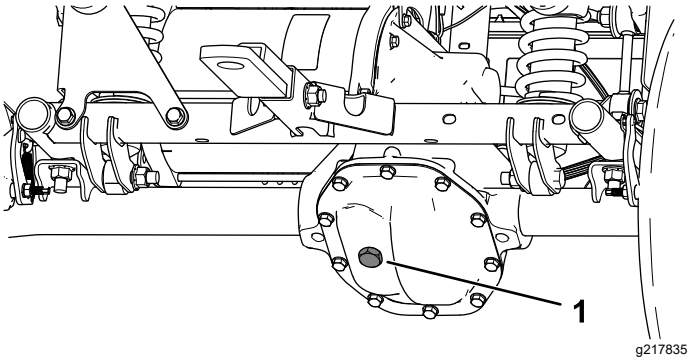

Figur 51
4. Ta bort växellådans påfyllningsplugg (Figur 51).
5. Om vätskenivån är låg ska du ta bort påfyllningspluggen och fylla på med angiven vätska tills den rinner ut ur hålet (Figur 51).
4. Ta bort växellådans påfyllningsplugg och fyll växellådan med angiven vätska tills den rinner ut ur påfyllningshålet (Figur 51).